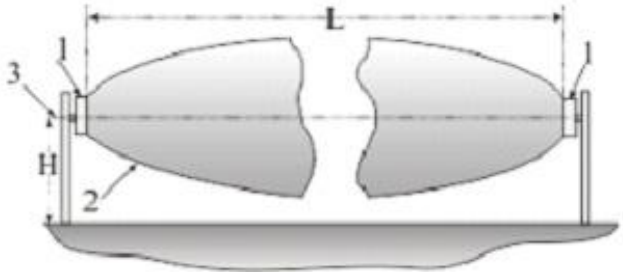
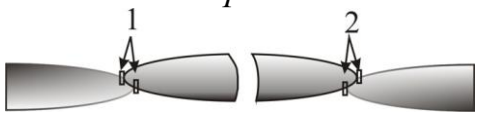

Рис. 4.1
Рис. 4.3
4.1.6 При наклонной ориентации блоков, ЗО «2» (рис. 4.1) имеет форму, усеченного поверхностью земли, эллипсоида вращения. При приближении к БПРД (БПРМ) ЗО «отрывается» от земли и, при необходимости обнаружения низкодвижущегося («на корточках») нарушителя, необходимо прикрыть образовавшиеся «проходы» с помощью смежных ЗО, как показано на рис. 4.3, 4.4 (вид сверху) и 4.5 (вид сбоку), либо с помощью физических преград.